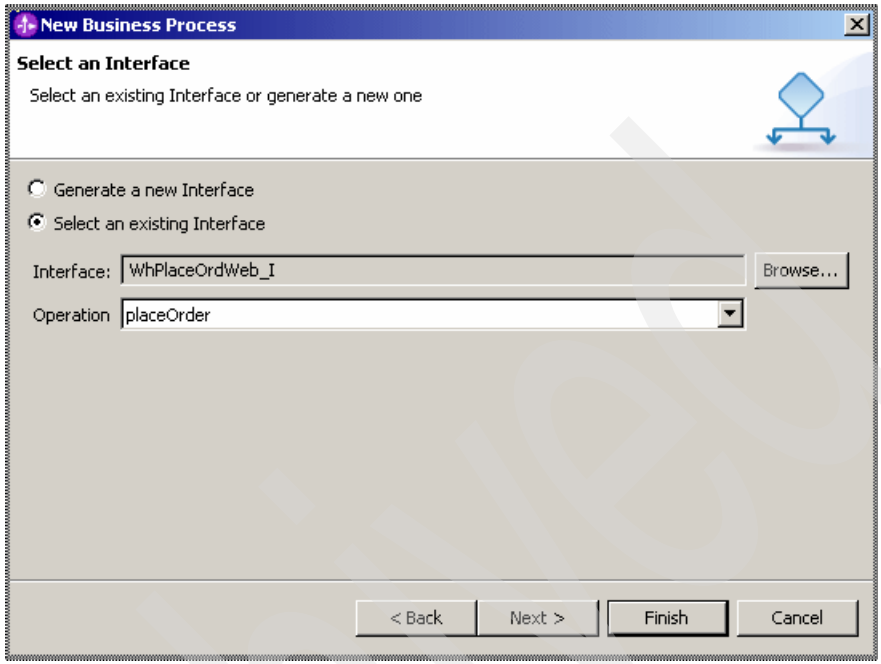

Figure A-32 New Business Process window
5. In the New Business Process window (Figure A-32), click **Next**.